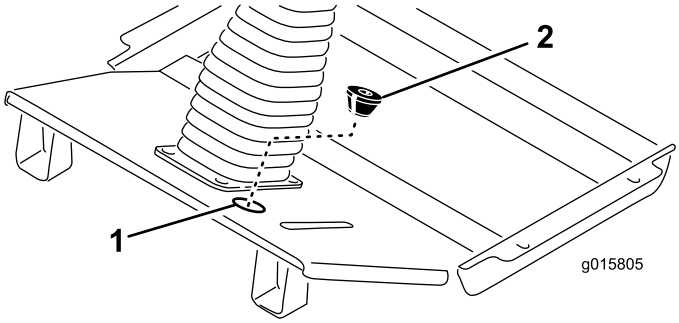

Figure 9
- En commençant à l'avant de la machine et sous le panneau de plancher, acheminez l'extrémité du faisceau avec les (2) connecteurs à travers le trou ouvert dans le panneau de plancher et le long de la colonne de direction jusqu'aux interrupteurs des indicateurs de direction et des phares (Figure 9). Branchez les connecteurs du faisceau de câblage aux interrupteurs appropriés.
- Faites une entaille dans le passe-câble fourni et découpez l'ouverture inférieure (Figure 9). Tournez le cône du passe-câble vers le bas, passez-le autour du faisceau et insérez-le dans le trou ouvert du panneau de plancher.